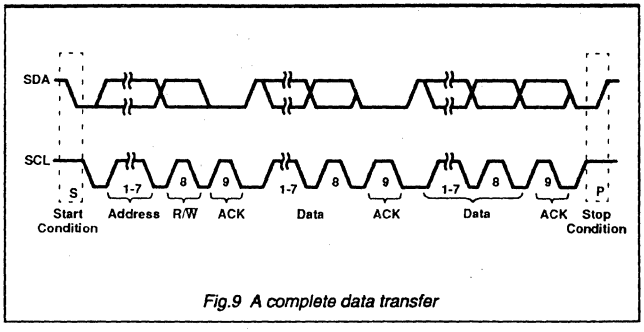

Fig.9 A complete data transfer
Data transfers follow the format shown in Fig.9. After the START condition (S), a slave address is sent. This address is 7 bits long followed by an eighth bit which is a data direction bit (R/$\overline{W}$) - a 'zero' indicates a transmission (WRITE), a 'one' indicates a request for data (READ). A data transfer is always terminated by a STOP condition (P) generated by the master. However, if a master still wishes to communicate on the bus, it can generate a repeated START condition (Sr) and address another slave without first generating a STOP condition. Various combinations of read/write formats are then possible within such a transfer.